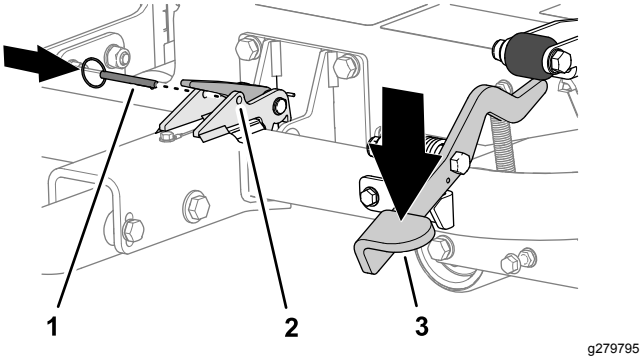

Figuur 19
3. Trap het pedaal van de trekhaak in totdat de trekhaak op zijn plaats klikt (Figuur 19).
4. Breng de borgpen aan in de openingen in de vergrendeling (Figuur 19).